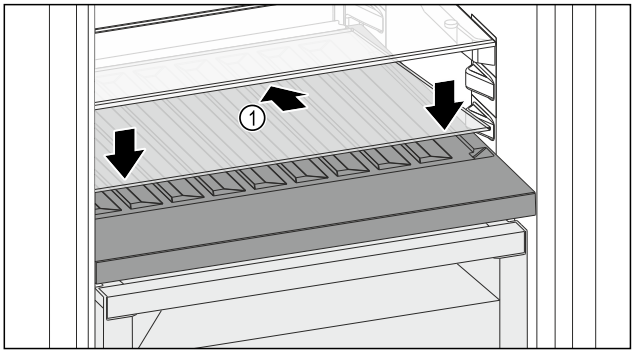

*Fig. 139*
▶ Skleněnou desku *Fig. 139 (1)* zasuňte šikmo a skloněnou dozadu dolů.
▶ Skleněnou desku *Fig. 139 (1)* vpředu spusťte dolů.